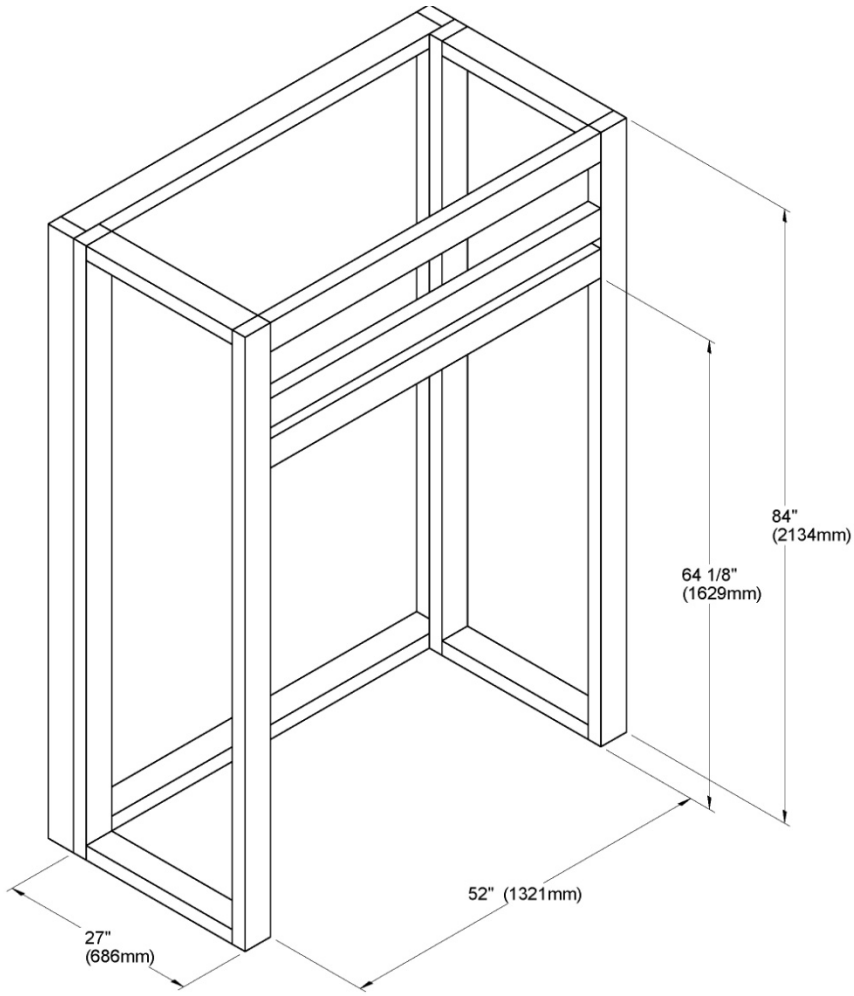

**Figure 15**
B. Construisez le châssis du foyer à l'aide de montants verticaux placés sur les côtés du foyer, allant du plancher au plafond **(voir Figure 15)**. Reculez un peu les montants par rapport au rebord frontal du foyer d'un espace équivalent à l'épaisseur du matériau de finition, pour que celui-ci soit à ras de la finition du foyer (en tenant compte des limites de la **Figure 15**). Posez les entretoises entre les montants verticaux seulement de la façon suivante :